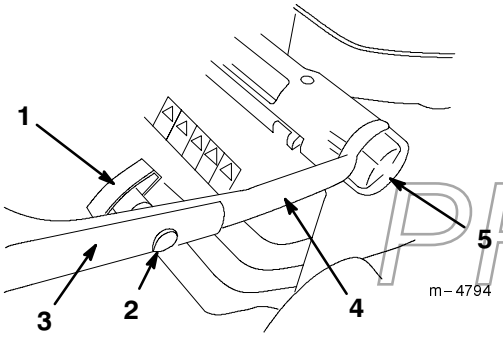

Figure 2
1. Loosen the handle height adjustment knobs and rotate the lower handle toward the rear of the lawn mower until it seats into one of the handle height settings as shown in Figure 2 on page 6. To set the handle height, refer to *Adjusting the Handle Height* on page 6.
3. Install the upper handle section onto the lower handle section with the oval head bolts and the handle knobs as shown in Figure 2. **Tighten the handle knobs securely.**
You can set the handle to three height settings: high, medium, and low (Fig. 2). Select the handle height setting most comfortable for you.